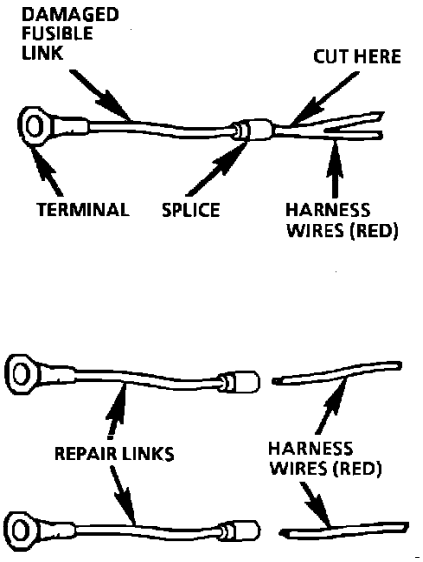

Fig. 5 Double Wire Feed Fusible Link
- To replace a damaged fusible link which feeds two harness wires, cut them both off beyond the splice. Use two repair links, one spliced to each harness wire, **Fig. 5.**